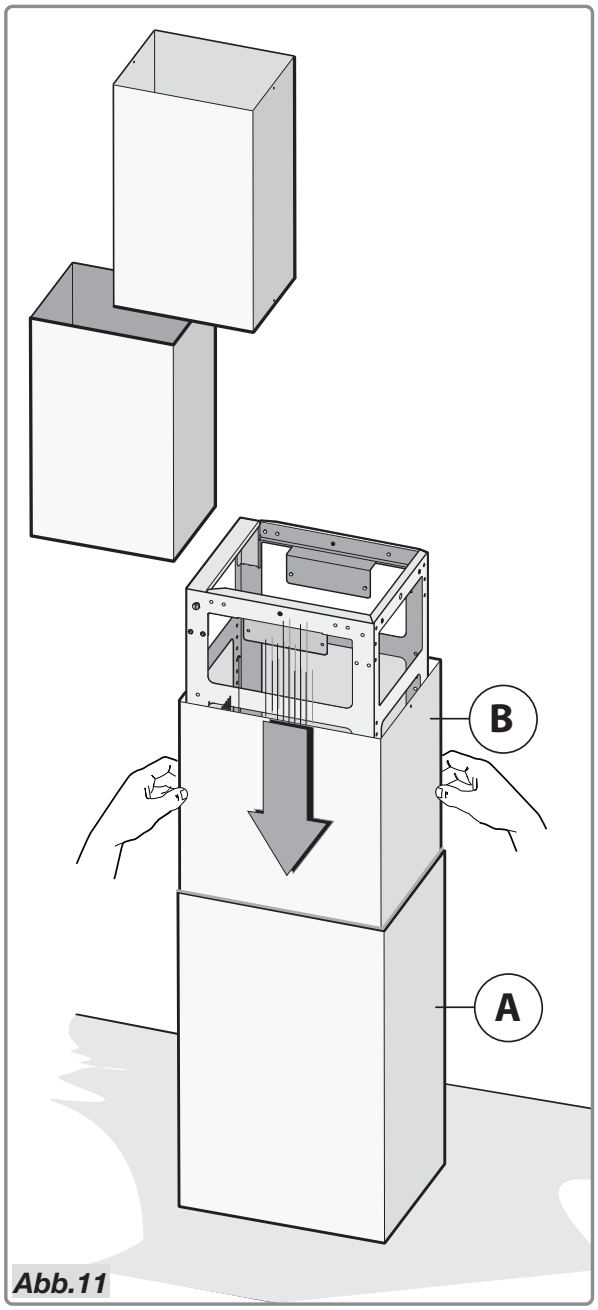

Abb.11
- Verbinden Sie den unteren Rauchabzug **A** mit dem oberen; Abb.11 **B**; siehe Abb.11.